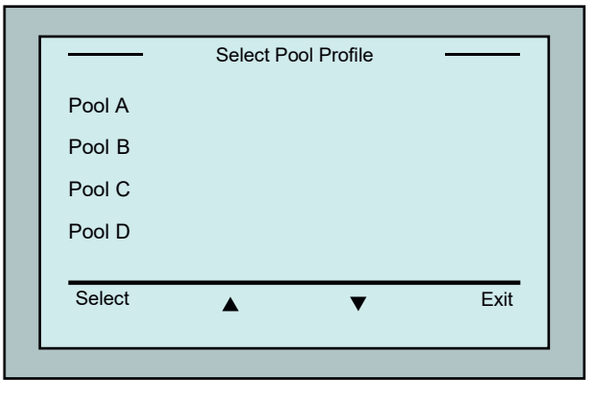

Rysunek 5. Ekran profili basenów
2. Z ekranu **wave** wybierz **Pool A**. Zostanie wyświetlony ekran profilów basenowych (Rysunek 5).